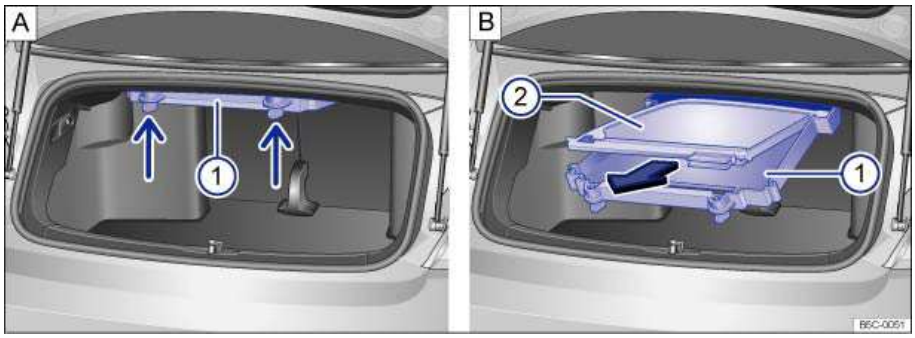

Fig. 35 A: Opening the storage compartment for the wind blocker. B: Removing the wind blocker from the storage compartment.
- Turn the quick-release fasteners ⇒ fig. 35 **A** (arrows) counterclockwise and gently guide the storage compartment (1) down.
- Raise the back of the wind blocker **B** (2) and remove it from the storage compartment in the direction indicated by the arrow.